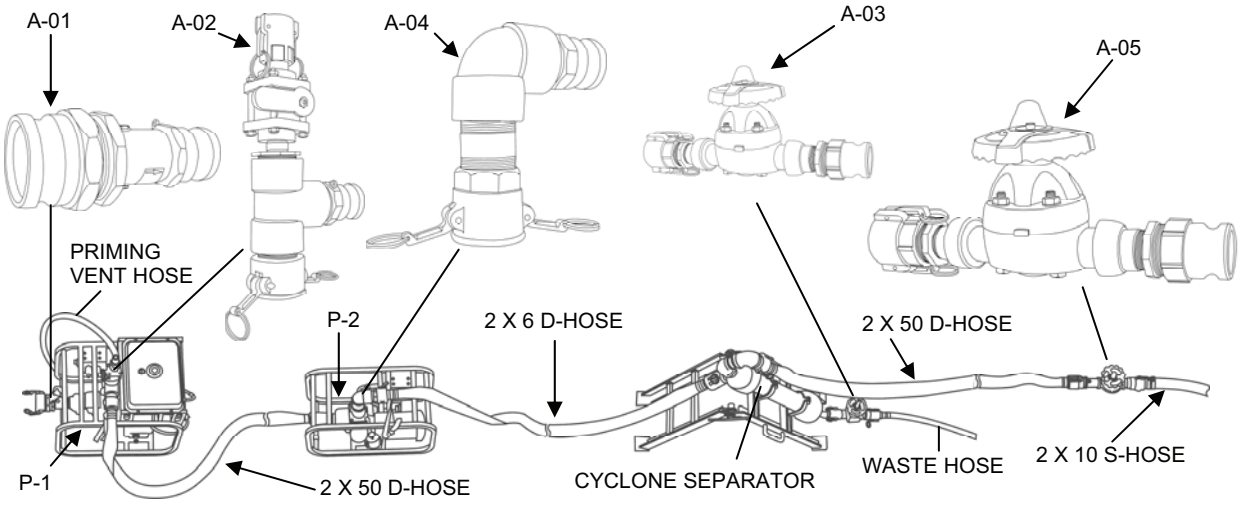

Figure 1. P-1 Pump to P-2 Pump to Cyclone Separator Configuration Deployment.
1. Position the raw water pumps and cyclone separator as follows (Figure 1):